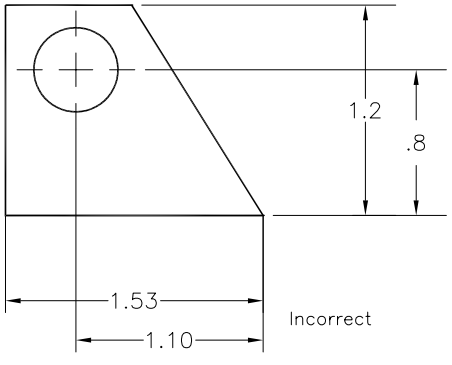
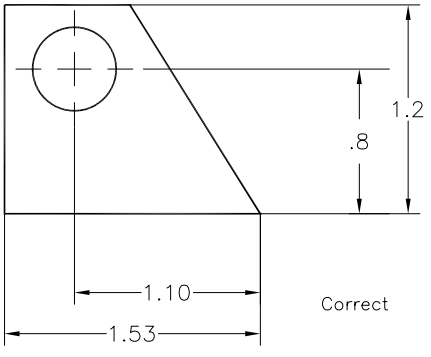

Figure 35-28 *Dimension lines crossing each other*
Figure 35-29 *Dimensions placed correctly*
6. Dimension lines should not cross the extension lines (Figure 35-28). You can accomplish this by giving the smallest dimension first and then the next largest dimension (Figure 35-29).